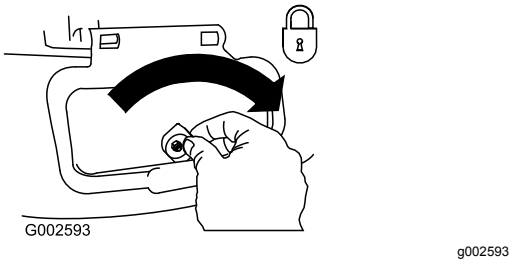

**Rysunek 32**
***Ważne:*** **Zablokuj pokrywę wyrzutu bocznego po jej zamknięciu (Rysunek 32).**